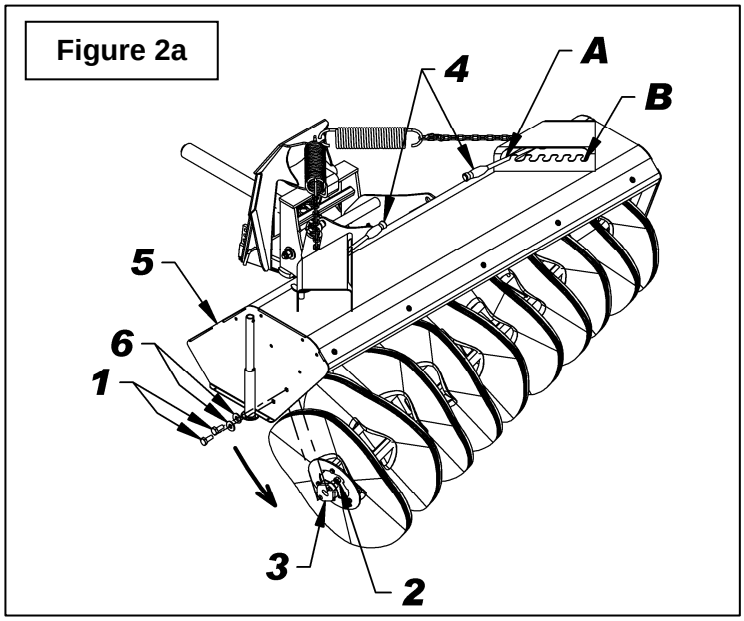

Figure 2a
3. **Figure 2a:** Place the two engagement levers (item 4) in the "A" position and, using the tractor's hydraulic lever, lower the broom so the brush touches the ground.
4. **Figure 2a:** Remove the 1/2"NC x 1 1/4"lg hex. bolts (item 1) , the flat washers 3/8" (item 6) and the 1/2"NC serrated flange nuts (item 2) from the brush support right side bearing (item 3).
5. **Figure 2a:** Place the engagement levers (item 4) to position "B" to release the brushes from the broom housing (item 5). If the brushes aren't released sufficiently from the broom, raise the broom as needed with the subframe lift mechanism.
9. **Figure 2a:** Lower the broom housing (item 5) by moving the engagement levers (item 4) in the "A." position. If the housing is too high to align the holes of bearing (item 3) with those of the housing (item 5) , lower the housing as needed with the subframe lift mechanism.
10. **Figure 2a:** Attach the brush support bearing (item 3) with the two 1/2"NC x 1 1/4"lg hex bolts (item 1), the 3/8" flat washers (item 6) and 1/2"NC serrated flange nuts (item 2).